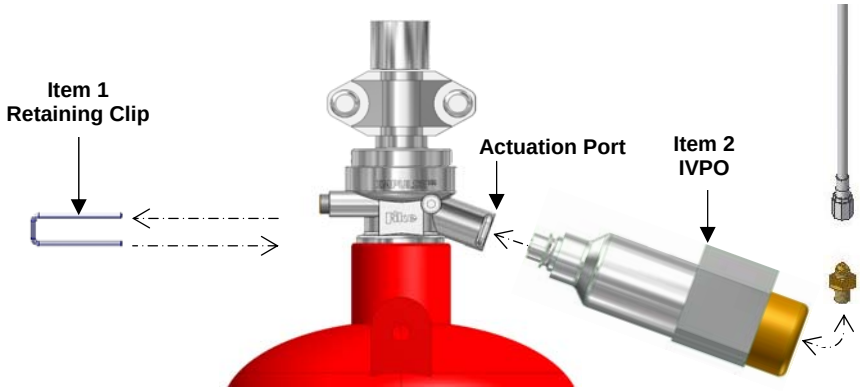

FIGURE 1
- Remove the Retaining Clip p/n (02-11986) (Item 1) from the actuation port of the Impulse Valve. (see Figure 1)
- Insert the IVPO (Item 2) into the actuation port of the Impulse Valve and secure by inserting the Retaining Clip (Item 1) provided. (see Figure 1)